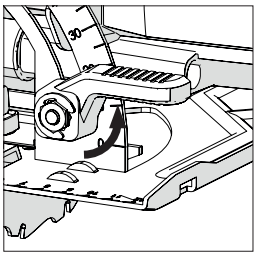

Abb. 13
- Lösen Sie den Winkel-Sperrmechanismus vorn an der Maschine, indem Sie den Hebel nach oben ziehen. **(Abb. 13)**